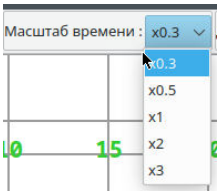

Рисунок 284 – Доступные коэффициенты масштабирования
2. Нажать на требуемое значение коэффициента (рисунок 284).